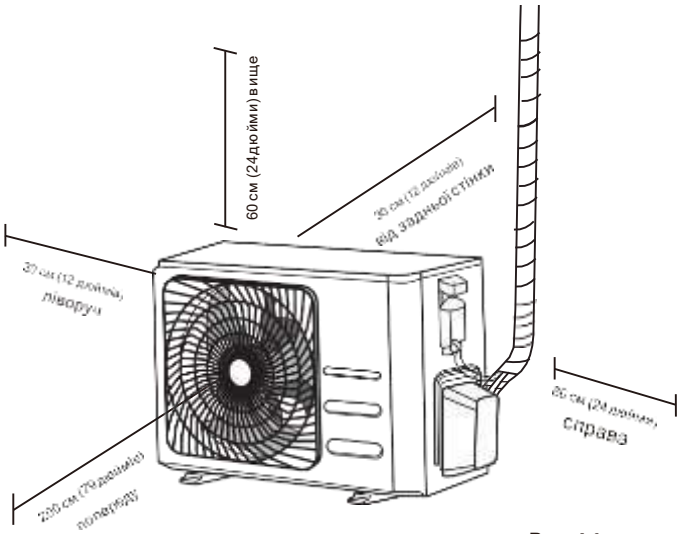

Рис. 4.1
- ✓ -Відповідає всім просторовим вимогам, наведеним у Вимогах до простору для встановлення (**Рис. 4.1**)